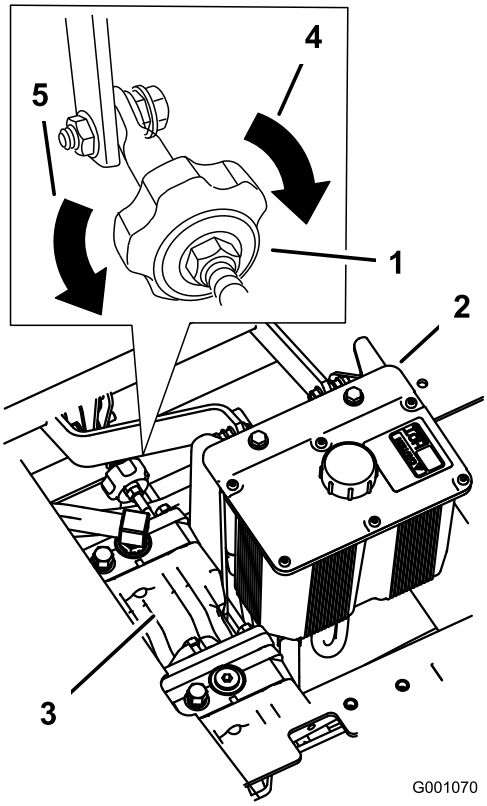

**Figur 78**
2. Juster pumpestangens længde ved at dreje knappen i den rigtige retning, indtil hjulet står stille eller kryber en smule i bakgear (Figur 78).